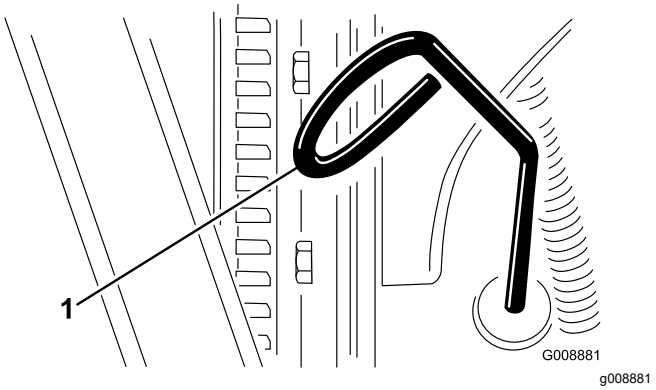

Figur 20
2. Ta ut peilestaven (Figur 20) og tørk den med en ren fille.